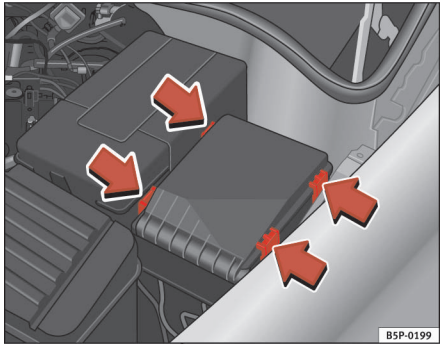

Fig. 157 Afdækning til sikringer i motorrummet
– Frigør afdækningen til sikringerne i motorrummet ved hjælp af tapperne, der skal trykkes mod afdækningens midte ⇒ fig. 157.